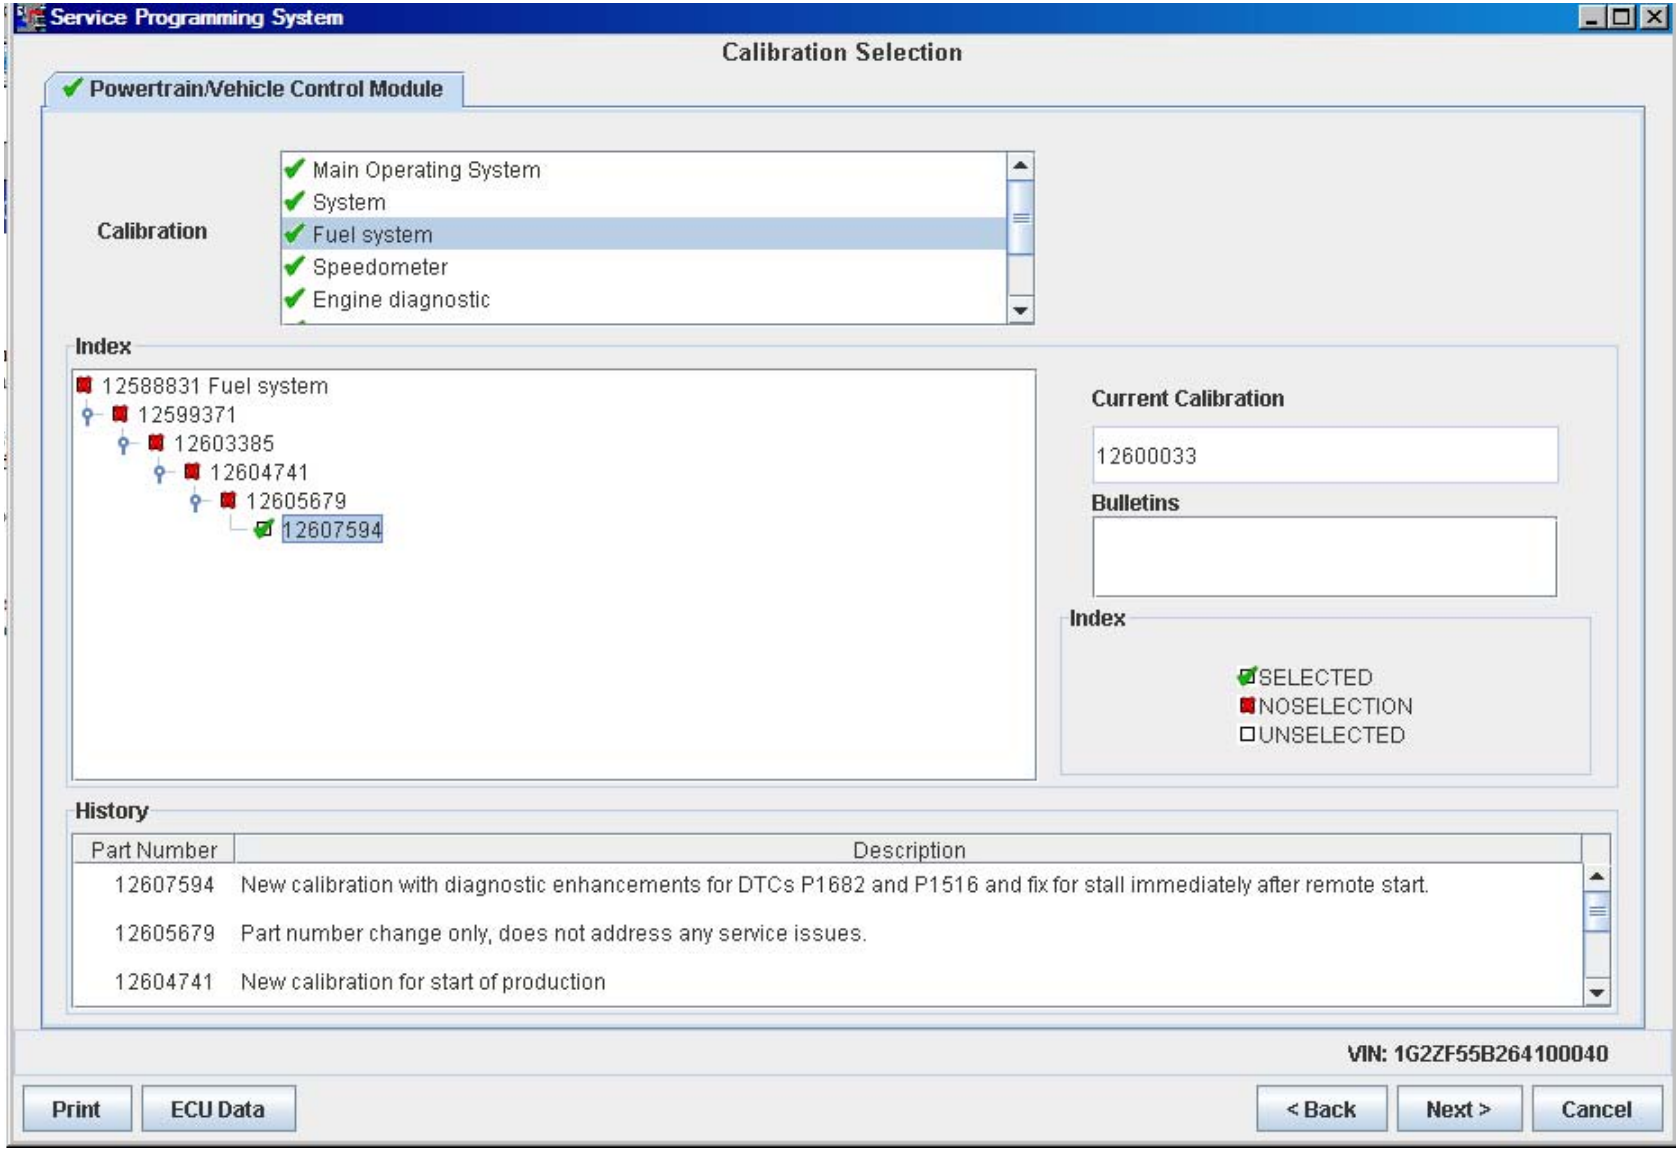

FIGURE IV-18.
8. At the Summary screen: (Figure IV-18)